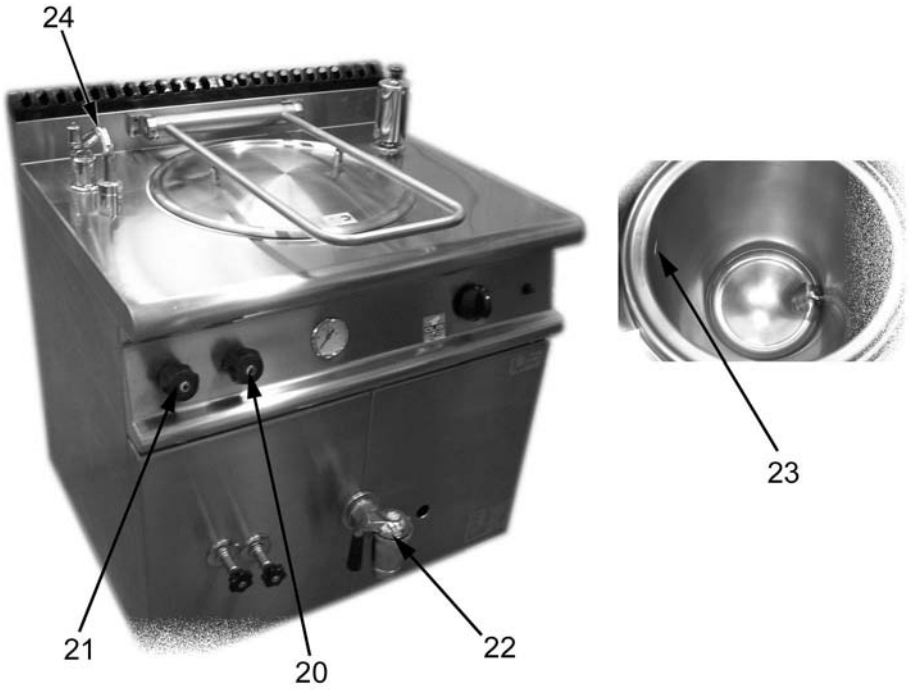
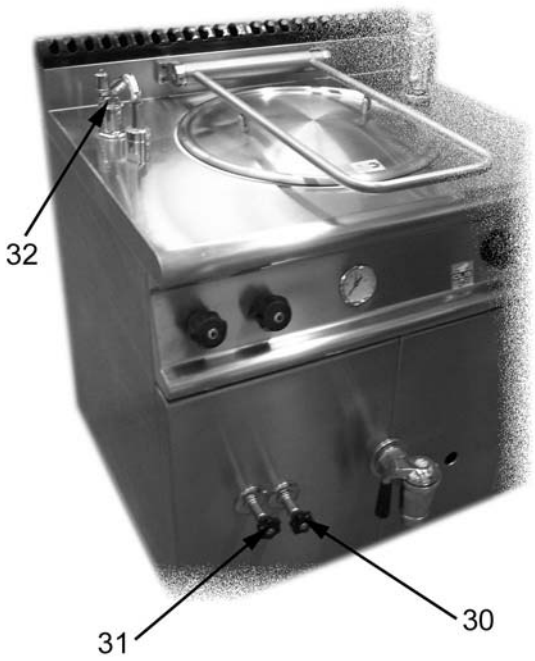

Fig. 2
Fig. 3
First of all, check the drain valve is closed, pos. 22 in Fig. 2.
Fill the tank with water using the hot water pos. 21 and cold water valves pos. 20 up to a maximum level around 4 mm from the top edge of the container pos. 23, turning the spout (pos. 24 in Fig. 2) towards the tank.
Fill the interspace with water with a hardness below 12/14 F°. The interspace is filled by removing the threaded plug (pos. 32 in Fig. 3), aiming the spout through the plug hole and opening the valve pos. 20 in Fig. 2 .
- Open the minimum level valve pos. 30 in Fig. 3;
- remove the threaded plug pos. 32 in Fig. 3 which closes the interspace hopper;
- pour the decalcified water through the hopper until a continuous flow of water pos. 30 in Fig. 3 comes out from the valve. This proves that the water in the interspace has reached the maximum level;
- Close the valve pos. 30 in Fig. 3 and add another litre of water;
- Close the valve pos. 31 in Fig. 3;
- Close the threaded plug pos. 32 in Fig. 3;
To do this, open the minimum control valve(pos. 30 in Fig. 3) from which water should always flow out, otherwise immediately fill up with water to the maximum level as described above.